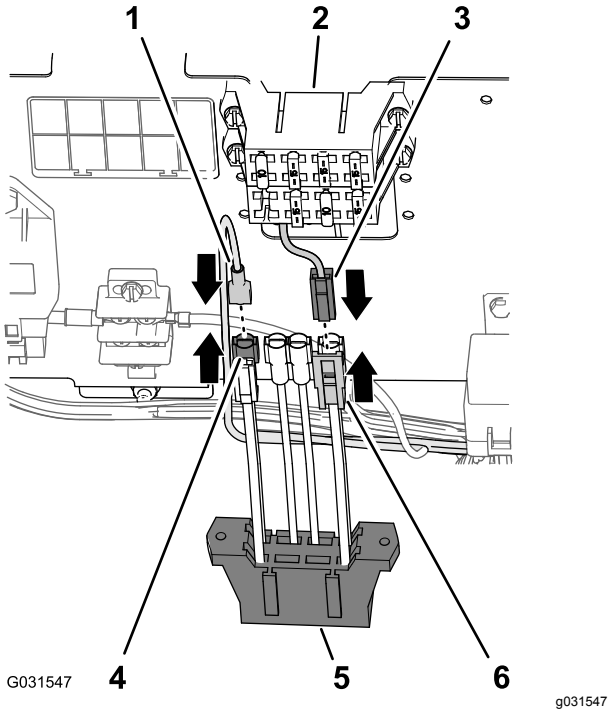

Figur 204
1. Anslut bladkontakten på finputsningssatsens kablage till uttagskontakten på det extra säkringsblocket (Figur 204).
2. Anslut kontakten med två stift för de extra matarledningarna på maskinens säkringsblock till kontakten med två uttag för matarledningarna på det extra säkringsblocket (Figur 204).